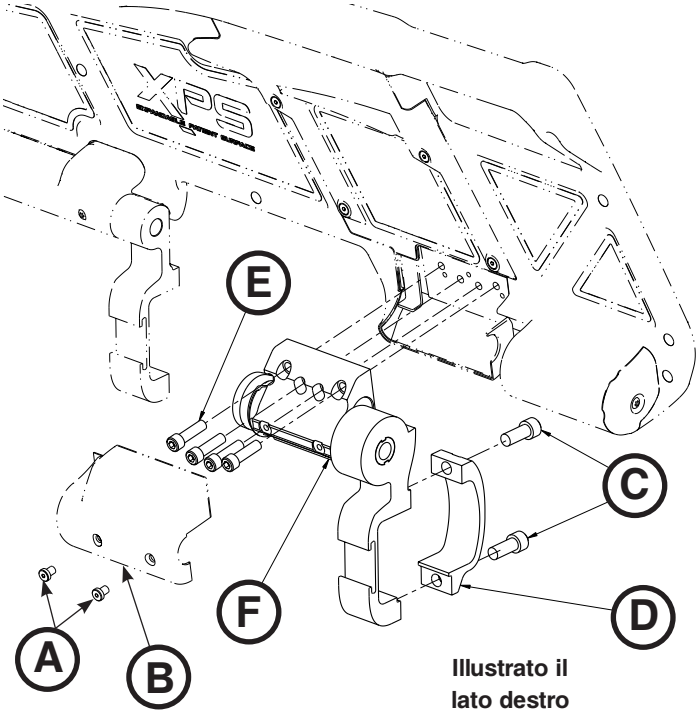

Figura 83
3. Con una chiave esagonale da 3/32", rimuovere le due viti (A) che fissano il pannello di copertura del cricchetto (B) al gruppo cricchetto. Rimuovere il pannello di copertura (Figura 83).
4. Usando una chiave esagonale da 1/4, rimuovere le viti a brugola (C) che fissano il morsetto della sponda laterale (D) al gruppo a cricchetto al lato piedi del gruppo principale (Figura 83). Durante l'installazione, serrare entrambe le nuove viti a 29,82 ± 4,4 N•m (22 ± 3,3 ft-lb).
5. Usando una chiave esagonale da 3/16", rimuovere le quattro viti (E) che fissano il gruppo cricchetto (F) al gruppo sovrastampato e scartarle, quindi rimuovere il gruppo cricchetto (Figura 83). Durante l'installazione, serrare entrambe le quattro nuove viti a 29,82 ± 4,4 N•m (9,5 ± 1,5 ft-lb).